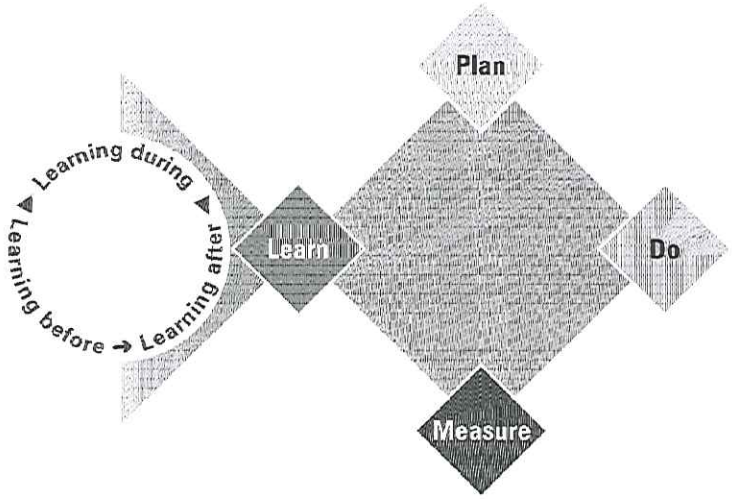

Figure 2E1-1 Learn Before, During and After.
BP's philosophy of continuous learning, expressed in the quote above by Andy Inglis, has driven our focus and commitment to Learning and Knowledge Management (KM) by the D&C community. The results to date are impressive, with sustained improved performance indicated by metrics such as drilling days/10K and cost savings. Our simple yet powerful three-step learning model – Learn Before, During, and After – are shown in *Figure 2E1-1*.